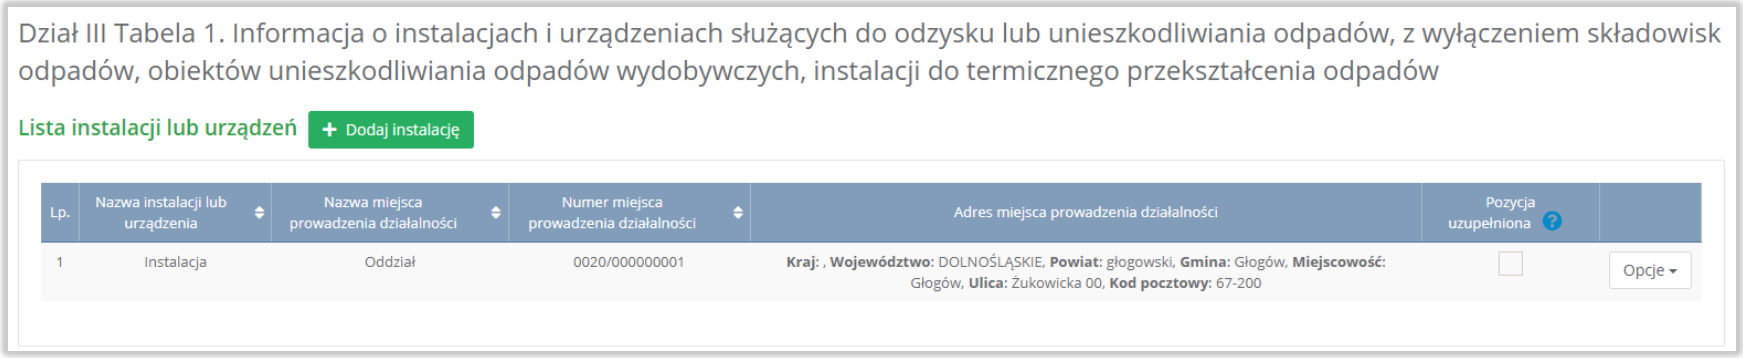

Rysunek 1 Lista instalacji lub urządzeń
- adres miejsca prowadzenia działalności. **[RYSUNEK 1]**